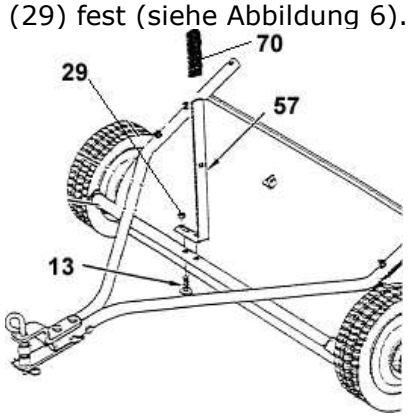

Abbildung 6
- Befestigen Sie den Griffschutz (70) am Höhenverstellhebel (G) (siehe Abbildung 6).
- Schrauben Sie den Höhenverstellhebel (G) mit den Schrauben (13) und den Sicherungsmuttern M8 (29) fest (siehe Abbildung 6).